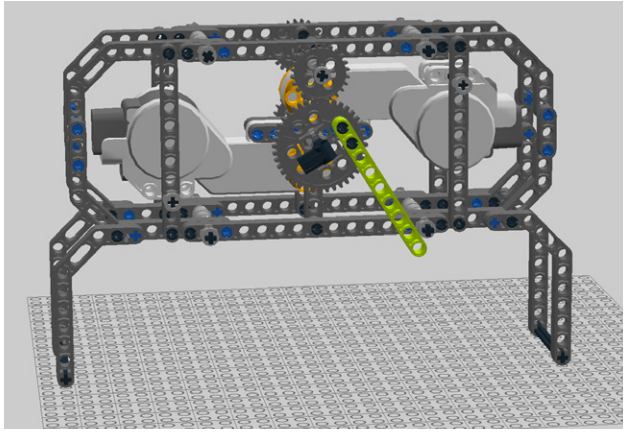

Figure 4-41. *Step 36: Building the hand*
36. Connect a 9M beam to the 40-tooth gear (see Figure 4-41). This is your hour hand.